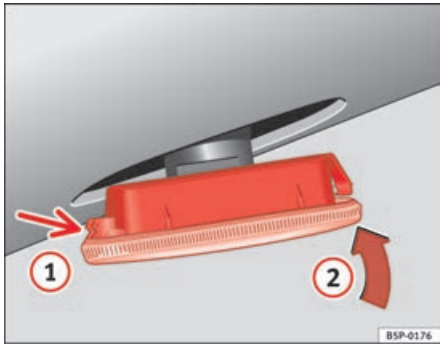

Fig. 161 Side indicators
- First fit the indicator in the opening in the chassis, fastening the tabs (1) ⇒ fig. 161, and then fit in the lamp as shown by the arrow (2) ⇒ fig. 161. ■